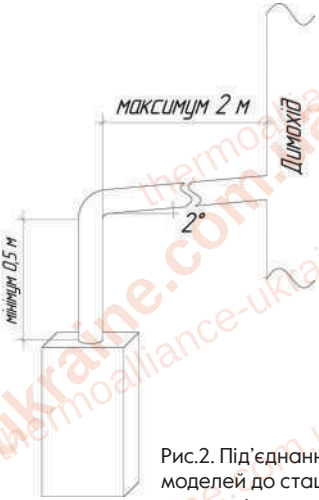

Рис.2. Під'єднання димохідних моделей до стаціонарних димоходів.
- Під'єднати водонагрівач до стаціонарного димоходу (JSD20-10CR, JSD20-10QB, JSD20-10CL, JSD20-10GA, JSD20-10GC, JSD20-10GD, JSD20-10GE, JSD20-10N-QB) (див Рис.1., Рис.2.).